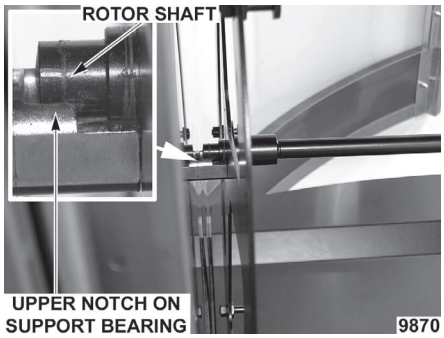

Fig. 2
STEP 2: Place the rotor shaft onto upper notch of support bearing on the non-drive side of the oven (Fig. 2).